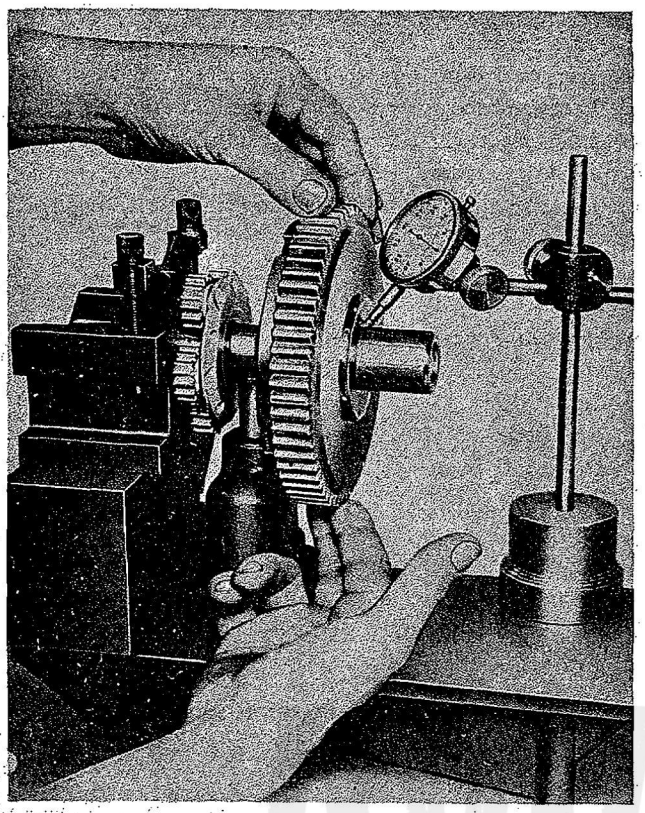

Figure 193—Checking High Ratio Clutch Gear Alignment
l. If either the high-speed clutch gear or the intermediate impeller drive shaft has been removed or the mating marks are not visible, install the splined end of the assembled intermediate impeller drive shaft into the high-speed clutch assembly, and mount these parts on V-blocks. Clamp the rear end of the shaft lightly on the sun gear floating bushing to allow the shaft to turn. Place an adjustable V-block between the pinion supporting flange and high-speed clutch, and level the assembly. Measure the amount of runout of the high-speed clutch gear journal, using a dial indicator placed near the front face of the gear. Refer to Figure 193. Note this reading. Remove the high-speed clutch gear from the intermediate impeller drive shaft, install it in the next spline location and again measure the runout. Repeat this procedure until the point of minimum runout is obtained, and mark by acid etching one tooth of the high-speed clutch gear at the center of one of the slots in the gear. Place the mating acid etch mark across the top of the pinion trunnion directly in line with the marked tooth.